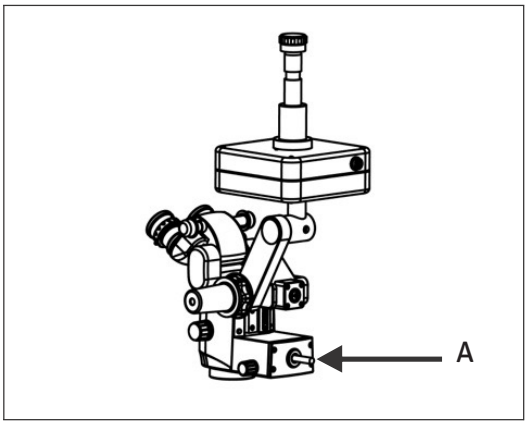

Fig. 6
- Insert the light guide into the receptacle in the microscope till it clicks into position as shown as A in fig.6 fibre cable must index in position while inserting into fibre optic mount.
Fig. 6 a